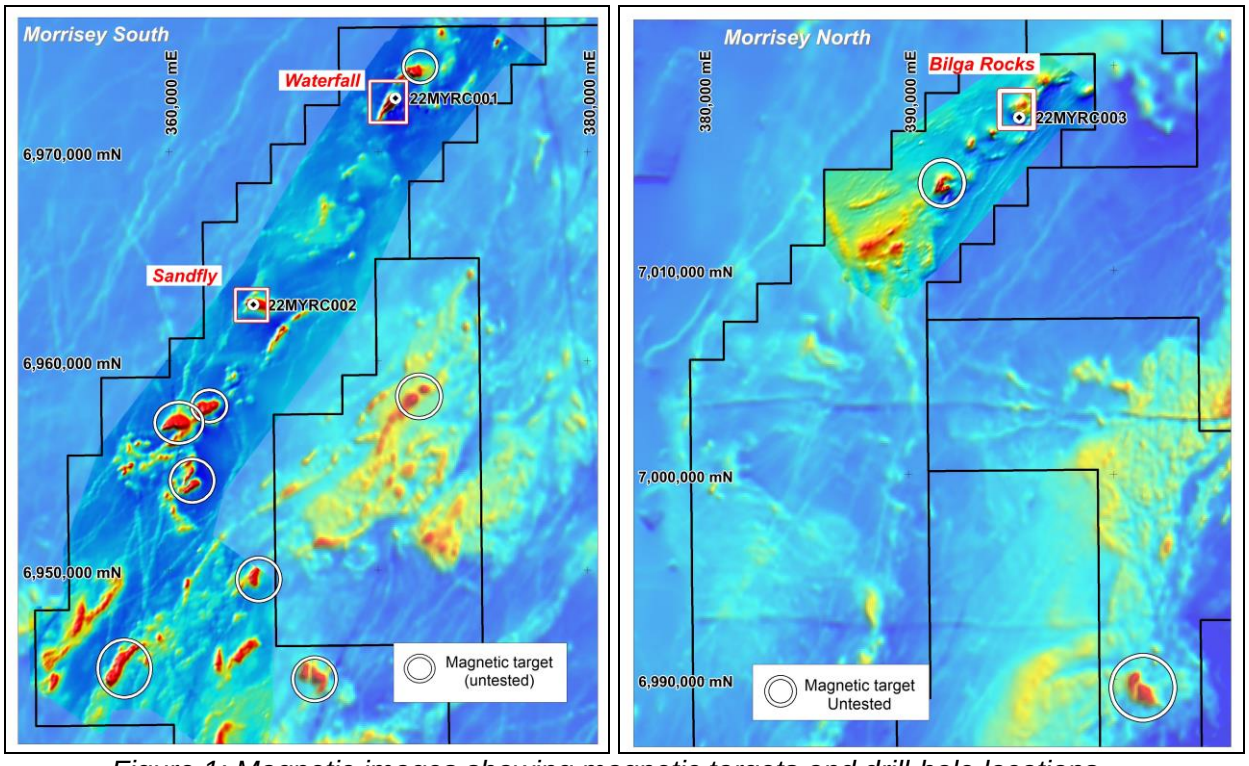

Figure 1: Magnetic images showing magnetic targets and drill-hole locations.
AusQuest Limited (ASX: AQD) is pleased to report results from the initial reconnaissance Reverse Circulation (RC) drilling program completed at the Morrisey Nickel-Copper-Platinum Group Element (Ni-Cu-PGE) Project, located in the Narryer Terrane approximately 500km north of Perth in WA (*Figure 1*). The Morrisey Project is subject to the Strategic Alliance Agreement (SAA) with a wholly-owned subsidiary of South32 Limited (South32).
Numerous magnetic responses evident in the regional aeromagnetic data are now considered to be potential prospects for either magnetite and/or nickel-copper-PGE mineralisation based on the results of this program (*Figure 1*). None of these targets have previously been tested by drilling.